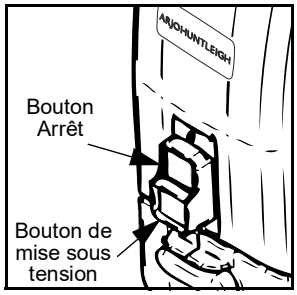

Fig. 1
1. Éteignez le Maxi Move en appuyant sur le bouton d'arrêt de couleur rouge (voir Fig. 1).